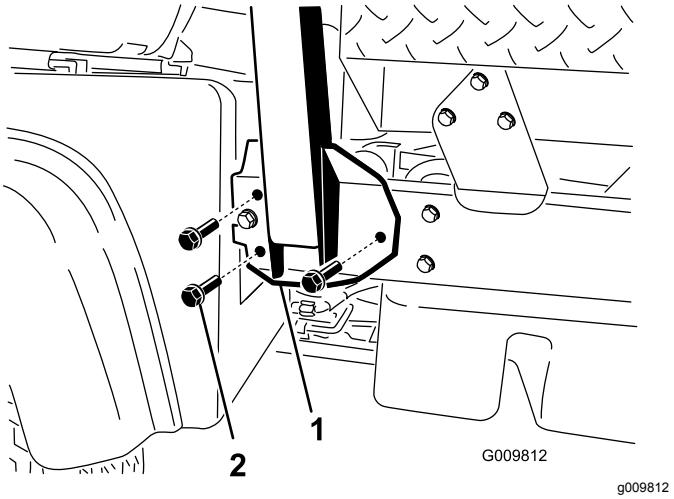

Figuur 4
1. Lijn de zijden van de rolbeugel uit met de montageopeningen aan weerszijden van de machine zoals afgebeeld in Figuur 4.